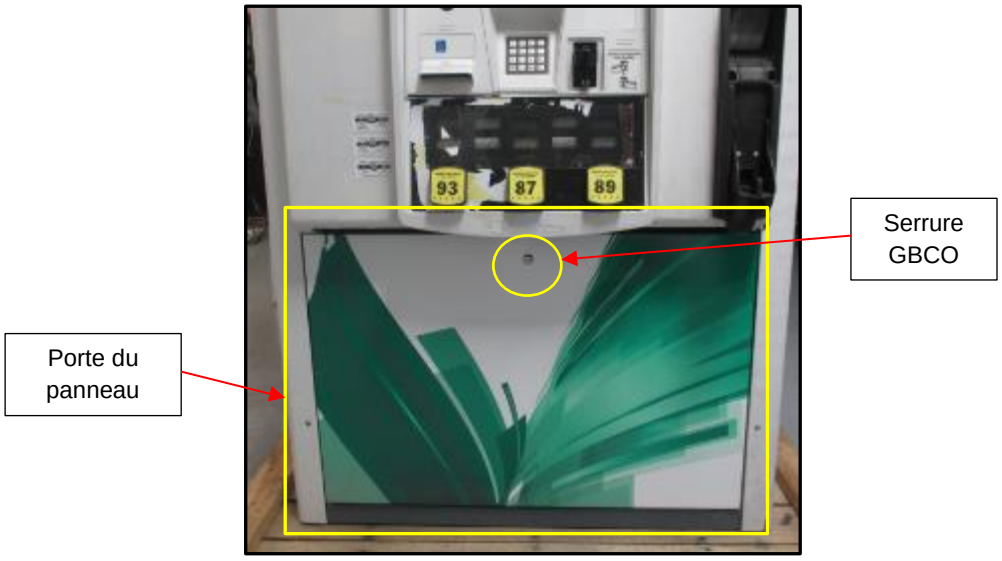

Fig 1.1 – Emplacement de la porte et de la serrure du panneau
3. Déverrouillez et retirez la porte du panneau avec la touche « GBCO ». Mettez-le de côté. Ne jetez pas la porte inférieure. Il sera réinstallé ultérieurement au cours de la procédure d'installation. (Fig. 1.1)